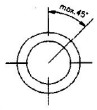

Abb.1
2. Die Schalter sind senkrecht stehend einzubauen, Abweichung max. 45° (Abb.1).